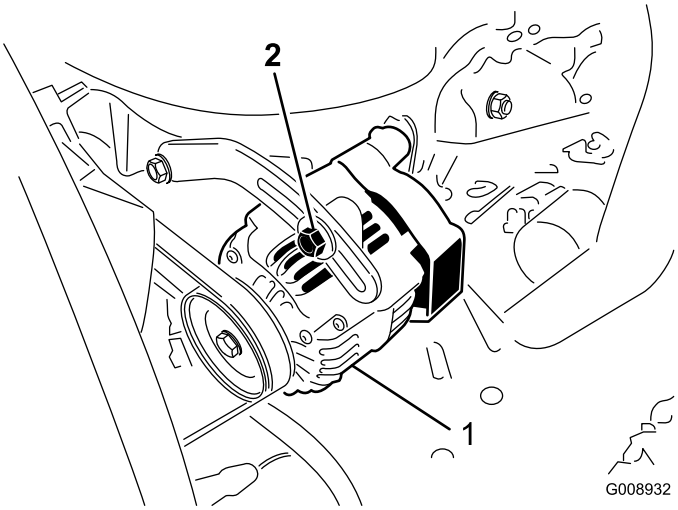

Rysunek 52
Po każdych 100 godzinach pracy sprawdzaj stan i napięcie pasków (Rysunek 52).
2. Jeżeli ugięcie nie wynosi 10 mm, poluzuj śruby mocujące alternator (Rysunek 52). Zwiększ lub zmniejsz napięcie paska alternatora i dokręć śruby. Sprawdź ugięcie paska jeszcze raz, aby upewnić się, że napięcie jest prawidłowe.